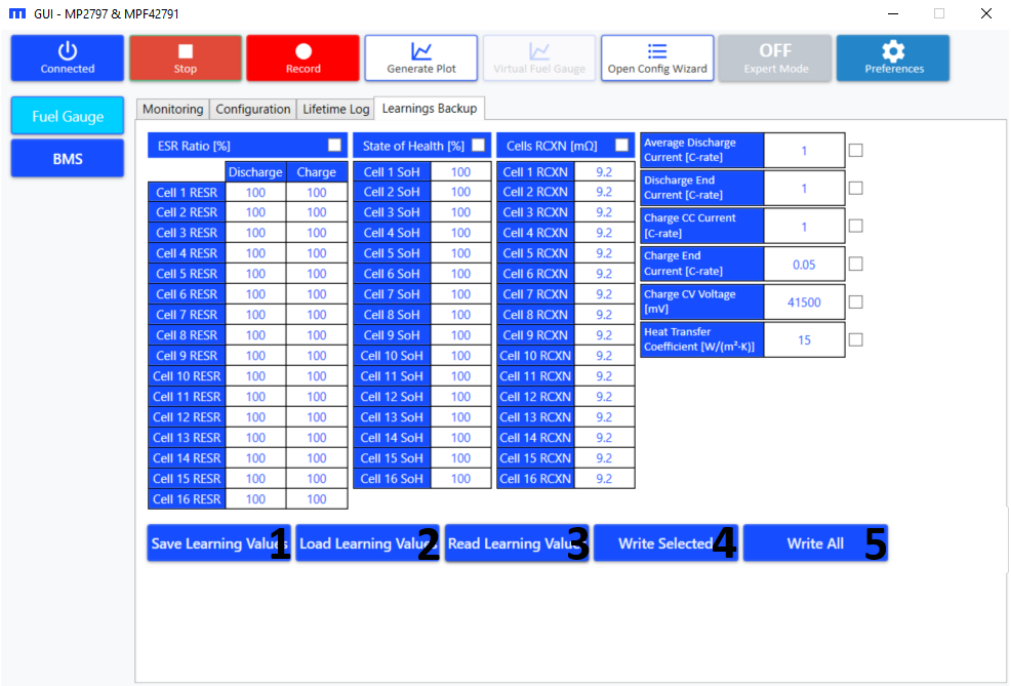

Figure 68: Learnings Backup View
a. To access the learnings backup view in the GUI, click the Learnings Backup tab in the Fuel Gauge device window (see Figure 68 on page 50).
b. Click “Read Learning Values” (denoted as “3” in Figure 68 on page 50). Then read the long-term learning values and display them in the Learnings Backup view.
c. Click “Save Learning Values” (denoted as “1” in Figure 68 on page 50). This exports a “.txt” file the long-term learning values of the fuel gauge.
d. Click “Load Learning Values” (denoted as “2” in Figure 68). This imports the fuel gauge’s long-term learning values as a “.txt” file.
e. Click “Write Selected” (denoted as “4” in Figure 68). This performs a backup for the learnings selected, using the designated check boxes. Selected learnings are reinitialized in the MPF4279x to their target values; unselected learnings are not reinitialized.
f. Click “Write All” (denoted as “5” in Figure 68). This performs a backup for all the learnings. All learnings are reinitialized in the MPF4279x to their target values.